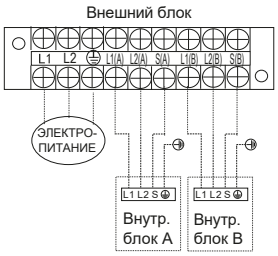

Рисунок 50 - Схема межблочных соединений сплит-системы с несколькими внутренними блоками
• Каждый внутренний блок сплит-системы должен подключаться с отдельной группе клемм внешнего блока. Например, соединительный кабель должен соединять клемму L1 внутреннего блока А с клеммой L1(А) внешнего блока. (см. рис. 50).